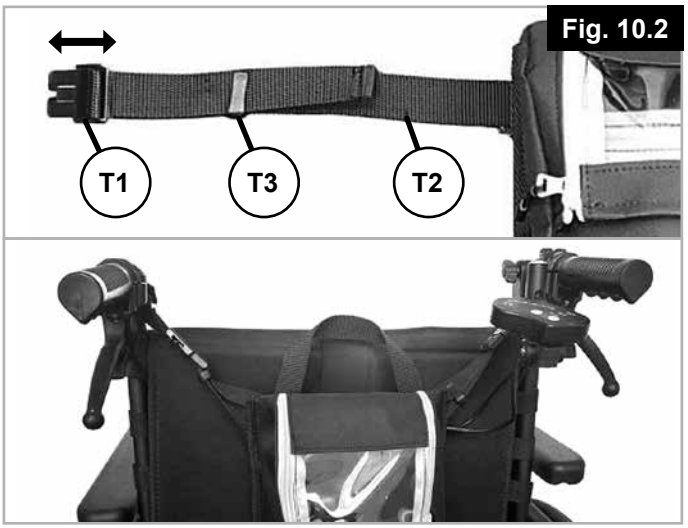

Fig. 10.2
10.2 Anbringen des Rucksacks am Rollstuhl (Fig. 10.2)